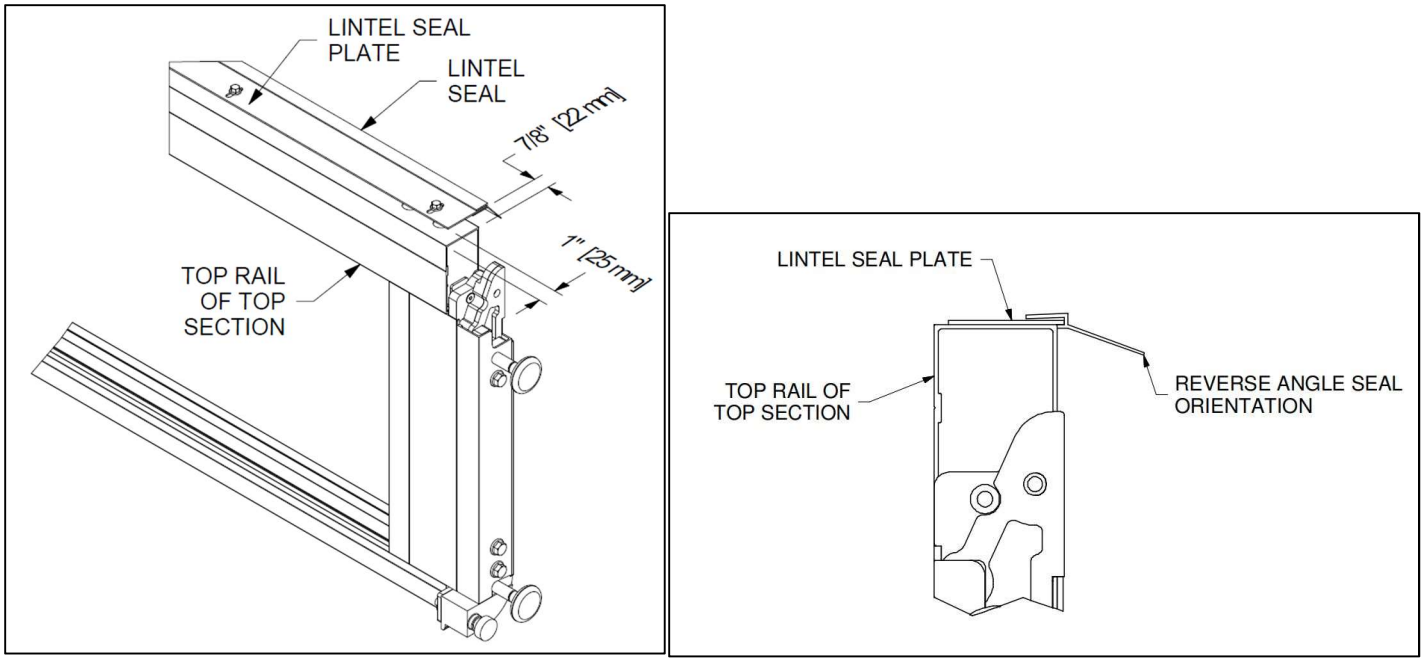

***Figure 26– LINTEL SEAL FASTENED TO TOP SECTION***
70. Fasten the lintel seal plate to the top rail of the top section with the provided self-tapping screws. See **Figure 26** for plate location. This plate compresses the lintel seal into the header seal cross member attached to the header/lintel.